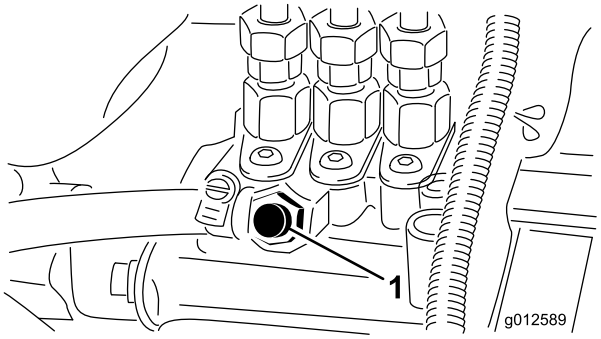

Figur 31
4. Öppna avluftarskruven på insprutningspumpen (Figur 31).